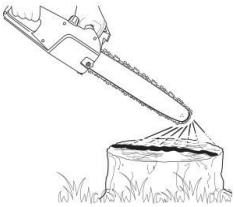

Abb. 15
2. Kontrollieren Sie das Öl visuell, entnehmen Sie den Deckel des Behälters für das Kettenöl (28) und kontrollieren Sie den Ölstand.
4. Schrauben Sie den Deckel des Behälters für das Kettenöl (28) durch Drehen im Uhrzeigersinn auf.
6. Sichern Sie bei der Kontrolle der Schmierung mit Öl ab, dass das Führungsschwert (13) und die Kette der Säge (14) an ihrem Ort sind.
7. Starten Sie den Motor; lassen Sie ihn mit mittlerer Leistung laufen und kontrollieren Sie, ob das Kettenöl so dosiert wird, wie es in der Abbildung gezeigt wird (Abb. 15).